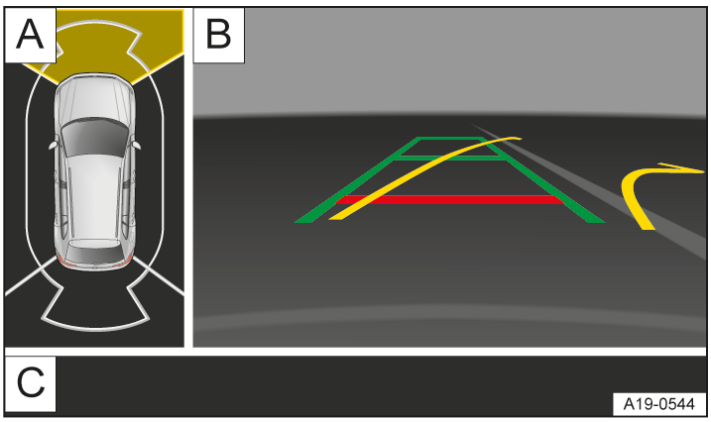

Fig. 1 Infotainment system: Area View in "front bay parking" mode (illustration).
1. Tap the function buttons on the edge of the screen to select a corresponding display→ *Fig. 1* C.
Two screen areas are displayed on the Infotainment system→ *Fig. 1*: